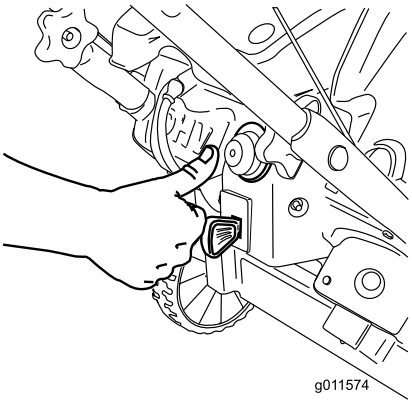

Figur 18
3. Tryk spædepumpen godt ind 2 gange med tommelfingeren, idet du hver gang trykker et sekund, før du slipper (Figur 18).